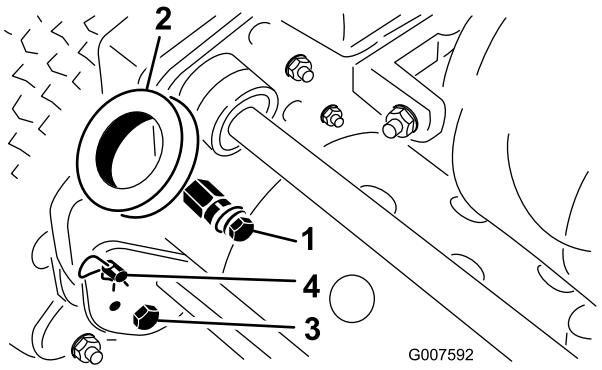

Figur 2
1. Fjern bolten, spændeskiven og sikringsskiven fra monteringspinden på hver side af plæneklipperen (Figur 2).
2. Afmonter boltene og låsemøtrikkerne, der fastgør bunden af håndtagets arme til hver side af plæneklipperen (Figur 2).
3. Afmonter låseclipsene og ringpindene, der fastgør håndtagets arme til stellets bagende (Figur 2).
4. Sæt håndtagets ender gennem hullerne i håndtagsarmene, og juster hullerne ind efter monteringstapperne (Figur 2).
1. Fjern låseclipsene fra ringpindene på hver side af plæneklipperen (Figur 2).
2. Fjern ringpindene fra hver side, mens du understøtter håndtaget, og hæv eller sænk håndtaget til den ønskede betjeningsposition (Figur 2).